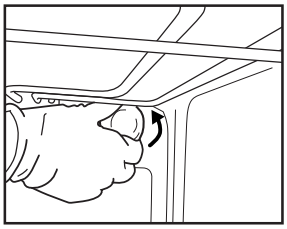
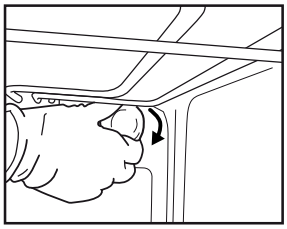

Рис. 6
Рис. 7
2. Відкрутіть скло, за яким встановлена лампочка (Рис. 6), замініть лампочку (див. пояснення щодо типу лампочки) та поставте скло на місце (Рис. 7).